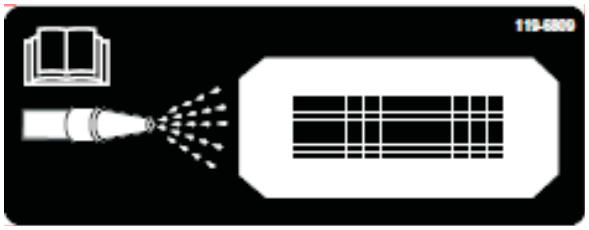
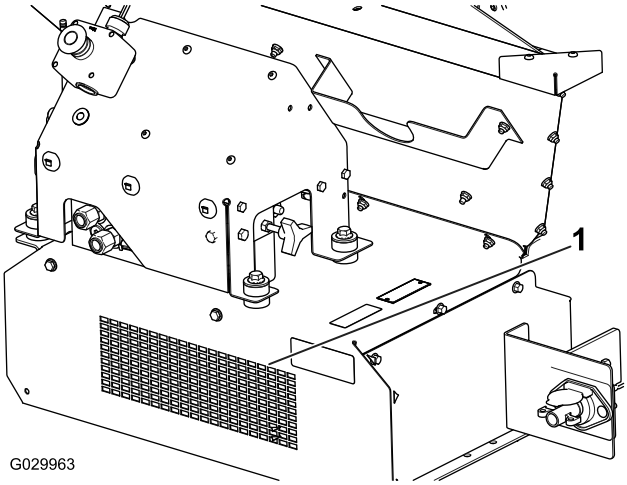

Rysunek 57
Rysunek 58
10. Znajdź etykietę dotyczącą czyszczenia z przodu maszyny (Rysunek 57), a następnie za pomocą węża ogrodowego spryskuj przednią osłonę siatkową, aż wybrzuszenie miski zostanie całkowicie oczyszczone z materiału (Rysunek 58).